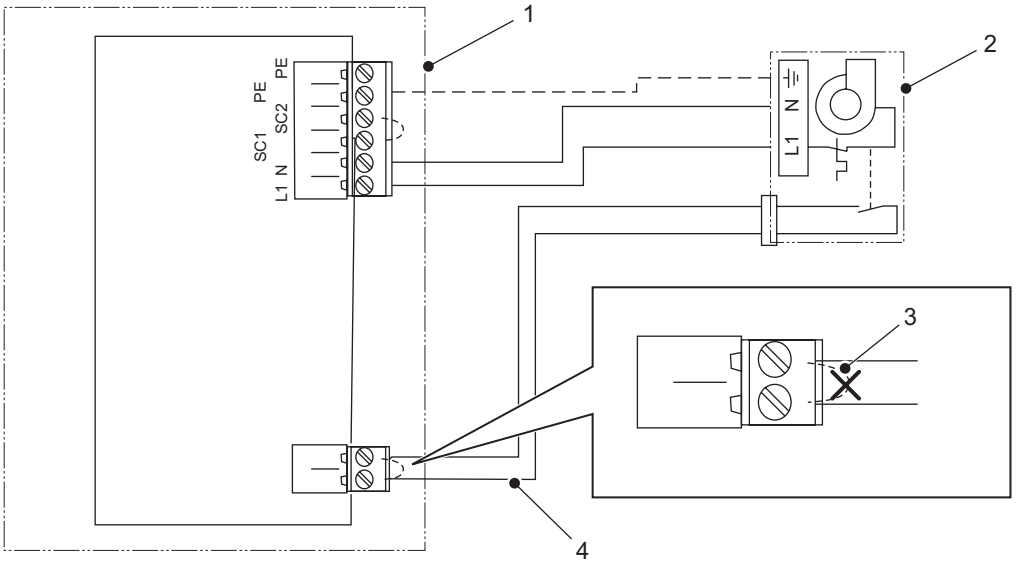

Figure 19 : Connexions de la carte pilote.
e. Câbler et raccorder les câbles d'alimentation électrique et de la boucle de sécurité vers la carte pilote à l'intérieur de l'humidificateur, comme illustré en *Figure 19*.